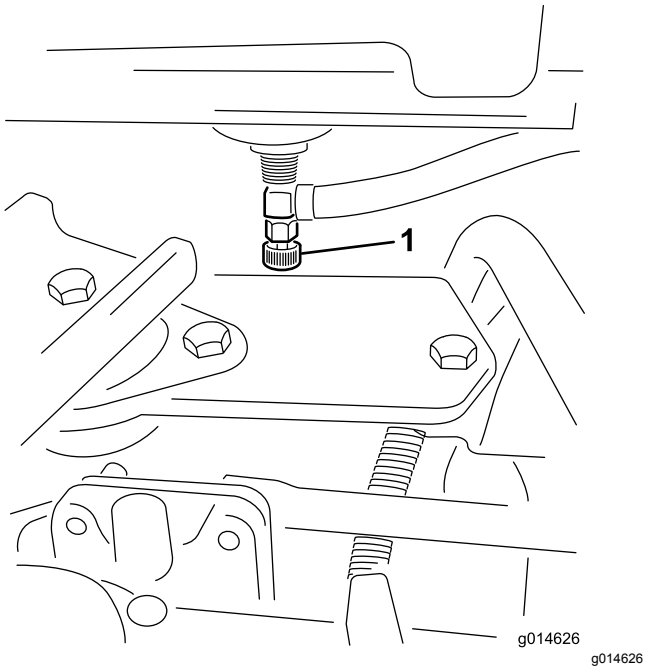

Figur 32
1. Luk brændstofafbryderventilen (Figur 32) under brændstoftanken.